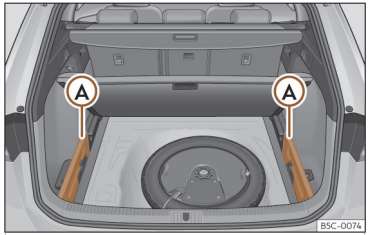

Abb. 177 Im Gepäckraum: Aufnahme zum Verstauen der aufrollbaren Abdeckung.
- Entfernen Sie die Abdeckungen links und rechts ››› **(Abb. 177)** Ⓐ.